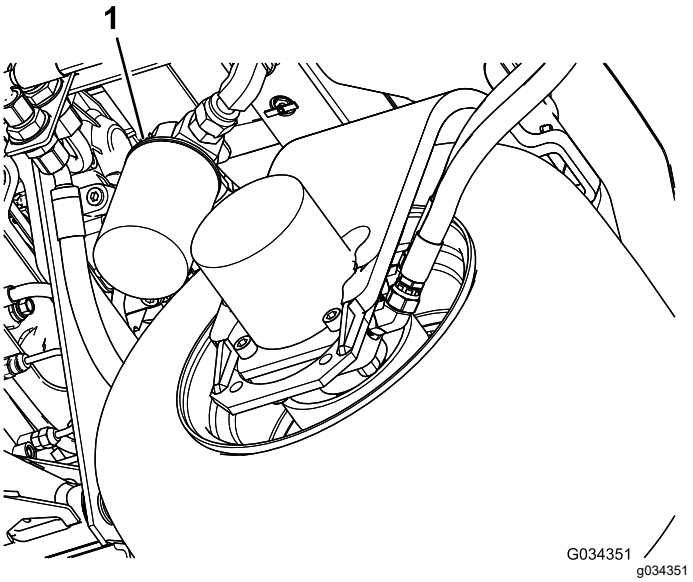

**Figuur 79**
2. Reinig de omgeving van de plaats waar het filter wordt gemonteerd. Plaats een opvangbak onder het filter (Figuur 79) en verwijder het filter.